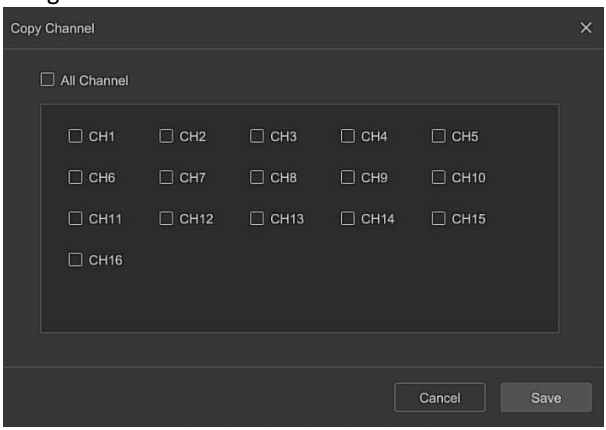

Figure 5-114
- **Copy Channel:** After complete the setup, you can click "Copy Channel " button to copycurrent setup to other channel(s), as shown in Figure 5-114.